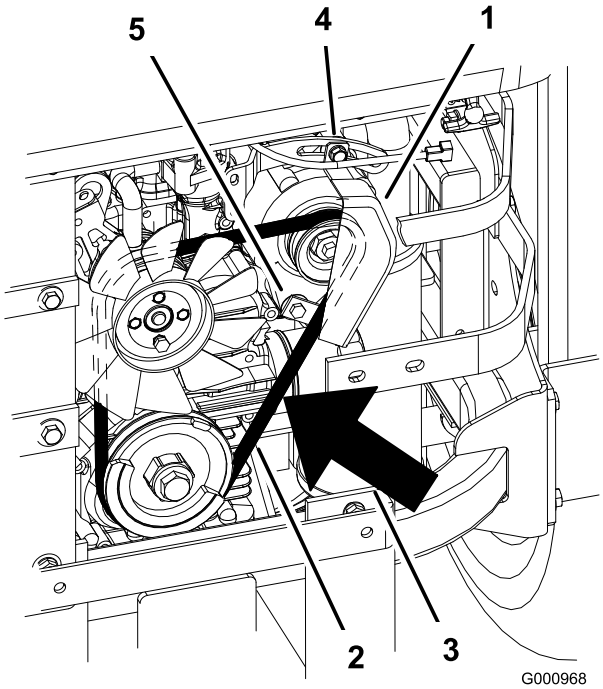

Figur 65
7. Lossa den nedre bulten och ta bort den övre bulten som håller fast generatorn och kåpan (Figur 65).
9. Montera en ny rem runt remskivorna och generatorn (Figur 65).
14. Dra åt den nedre bulten och montera den övre bulten som håller fast generatorn och kåpan (Figur 65).
2. Justera generatorn mot utsidan tills remmen har en nedböjning på 7 till 9 mm mellan motorn och generatorremskivorna med 10 kgf kraft (Figur 65).
5. Dra åt den nedre och övre bulten om nedböjningen är korrekt (Figur 65).